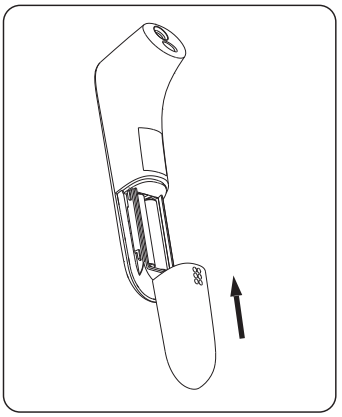

Abbildung 11
3. Entfernen Sie die Batterien und legen Sie 2 neue AAA-Alkalibatterien ein, wie in Abbildung 11 gezeigt.